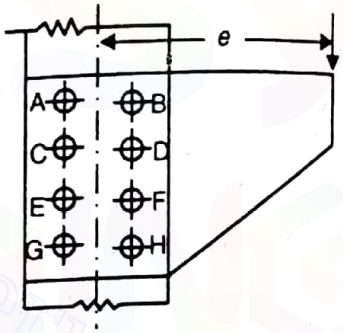

Fig. 15.16
99. In a riveted connection as shown in Fig. 15.16, the rivets subjected to maximum stress would include